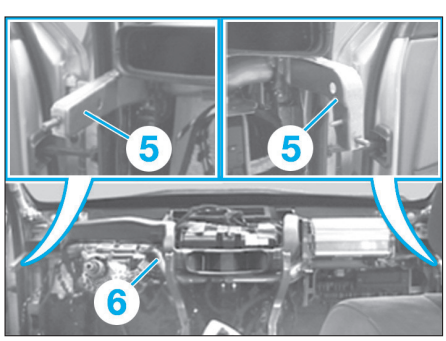

Fig. 16
Protéger le support (5) sur le tube support (6) pour éviter tout risque de blessure (Fig.16).